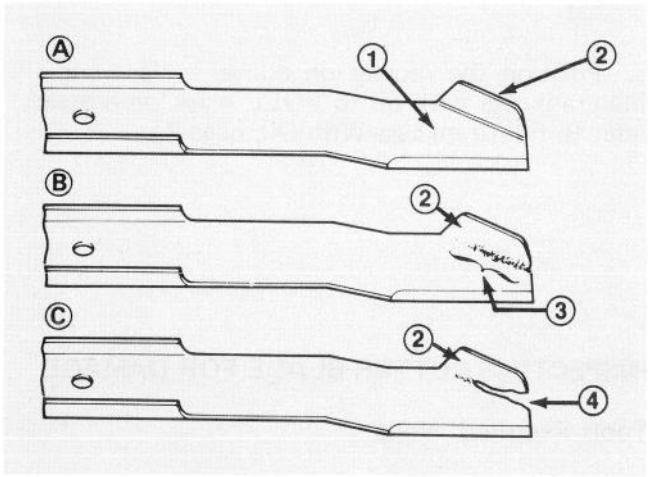

Figure 32
4. Examine cutting ends of the blade carefully, especially where the flat and curved parts of the blade meet (Fig. 32, A). Since sand and abrasive material can wear away the metal that connects the flat and curved parts of the blade, check the blade before using the mower. If any wear is noticed (Fig. 32, B), replace the blade: refer to Sharpening or Replacing Cutter Blade, page 16.
If the blade is allowed to wear, a slot will form between the sail and flat part of the blade (Fig. 32, C). Eventually, a piece of the blade may break off and be thrown from under the housing, possibly resulting in serious injury to yourself or bystander.